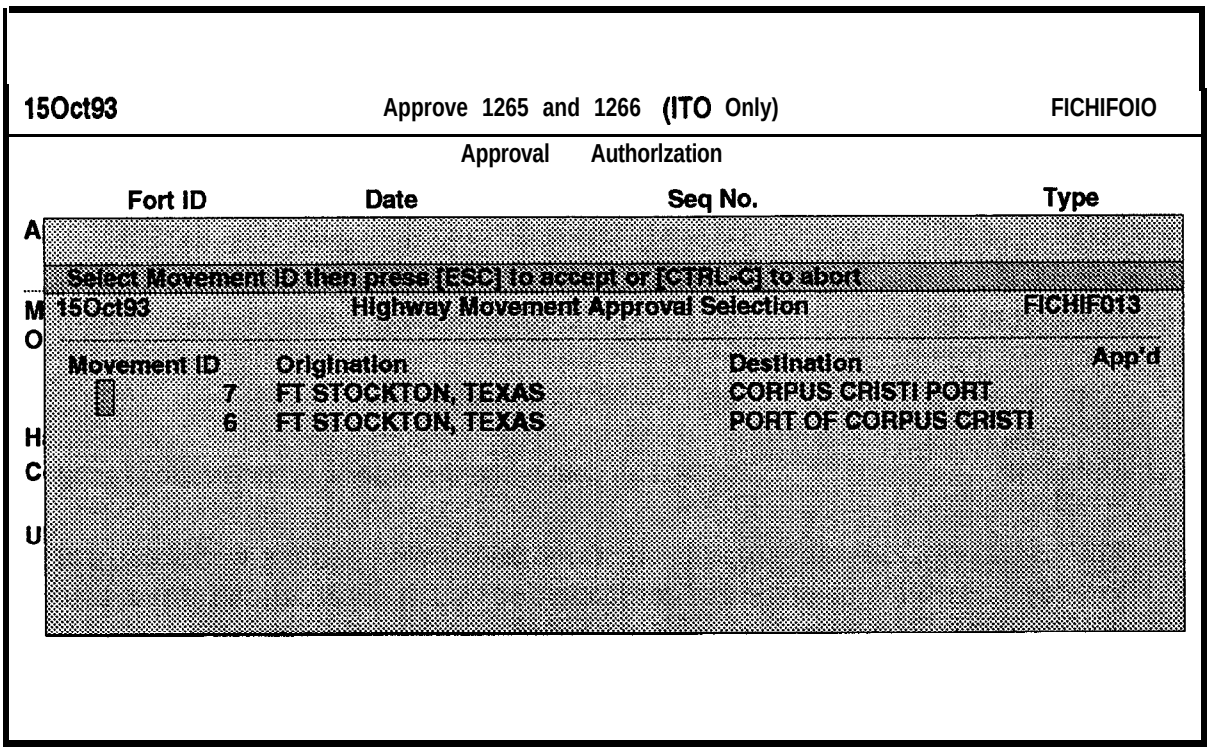

Figure 7-57. Approve 1265 and 1266 (ITO Only) Screen With Highway Movement Approval Selection Window
a. Select **the Approve 1265 and 1266 (ITO ONLY)** option from the Approval Processing menu. The **Approve 1265 and 1266 (IT0 Only)** screen will be displayed with the Highway Movement Approval Selection window, as shown in Figure 7-57. The **RCCs** and **SHPs** pending approval will be displayed in the Highway Movement Approval Selection window. The cursor will be to the left of the first RCC or SHP that is listed.